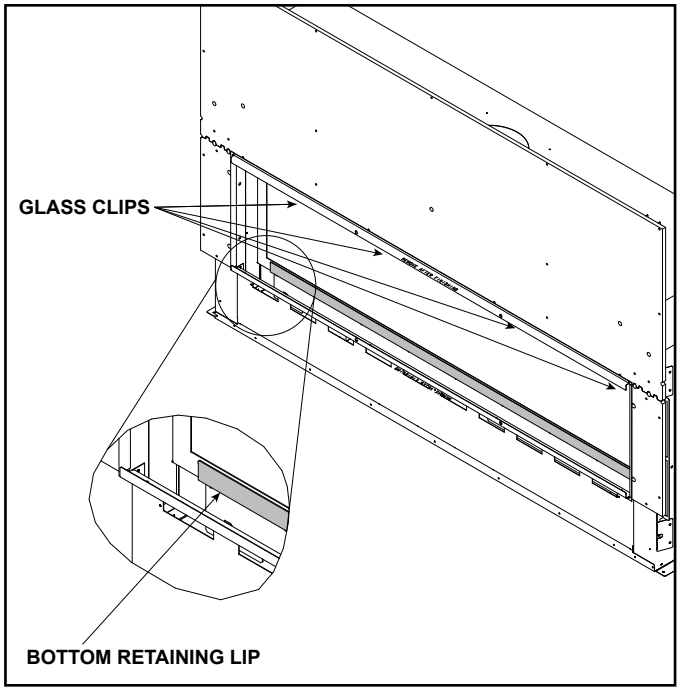

**Figure 11.1 Fixed Glass Assembly**
3. Locate the glass latches that are on the upper edge of the glass frame of the appliance. See Figure 11.1.